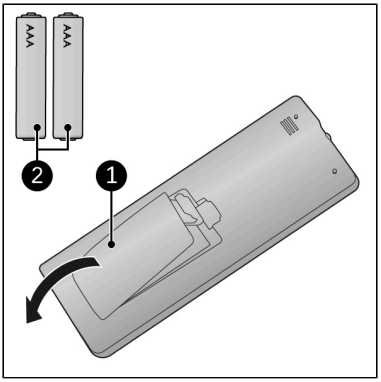

Abbildung 50.
1. Entfernen Sie die Abdeckung (Abbildung 50, Pos. 1).
3. Legen Sie zwei Batterien (AAA 1,5 V) (Abbildung 50, Pos. 2) wie im Batteriefach angegeben ein. Stellen Sie sicher, dass die Batterien richtig eingelegt sind.